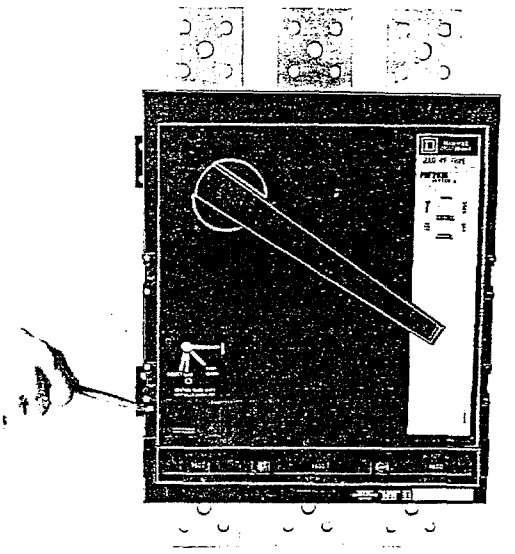

Figure 17: Molded Case Circuit Breaker
B. Trip the circuit breaker by pushing the yellow *Push To Trip* button located on the face of the circuit breaker (figure 17). This tests alarm switches if they are built into the circuit breaker, or electrical interlocks between two circuit breakers. This also exercises the trip mechanism, ensuring proper operation.